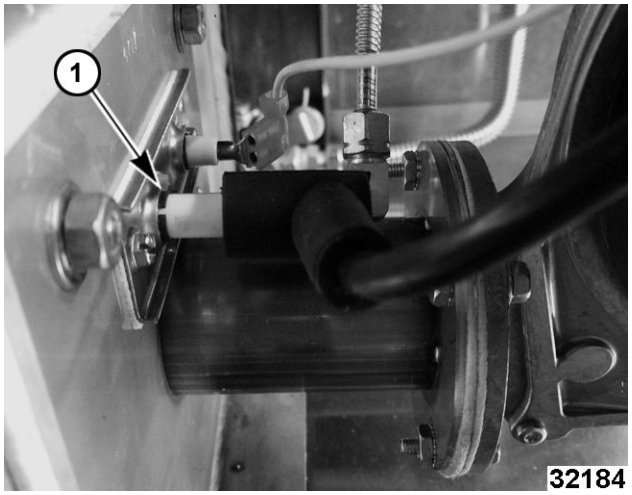

**Fig. 27**
**SOLARONICS BURNER ASSEMBLY (1, Fig. 27) NON-ADJUSTABLE PILOT**